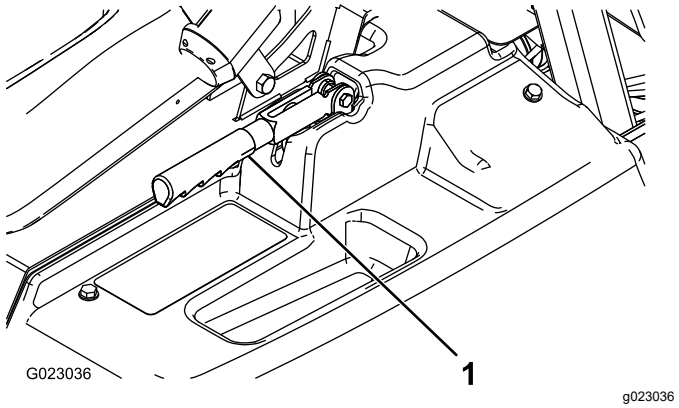

Figura 54
2. Afrouxe o parafuso de ajuste que prende o botão à alavanca do freio de mão (Figura 54).